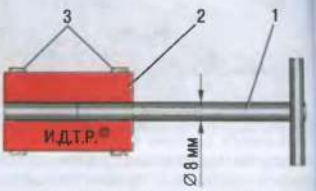

Рис. 2.8. Приспособление для притирки клапанов: 1 – металлический стержень; 2 – резиновый шланг; 3 – винтовые хомуты
Для притирки клапанов необходимо специальное приспособление (реверсивная дрель). При его отсутствии можно воспользоваться приспособлением, изготовленным по рис. 2.8.
4. Наденьте на стержень клапана с некоторым натягом резиновую трубку для соединения клапана с реверсивной дрелью (или приспособление для притирки клапанов, показанное на рис. 2.8).